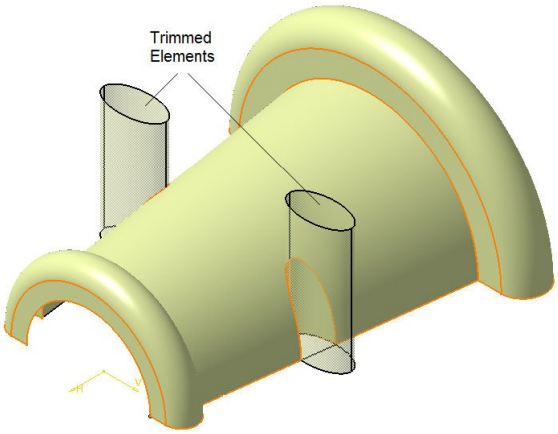

Figure 18-89 *Surfaces selected for trimming*
2. Select the base and extruded surfaces from the **Trimmed elements** selection box. The element to be trimmed becomes transparent. Next, choose the **Other side/ next element** button to retain desired side of the surface. Refer to Figure 18-89.